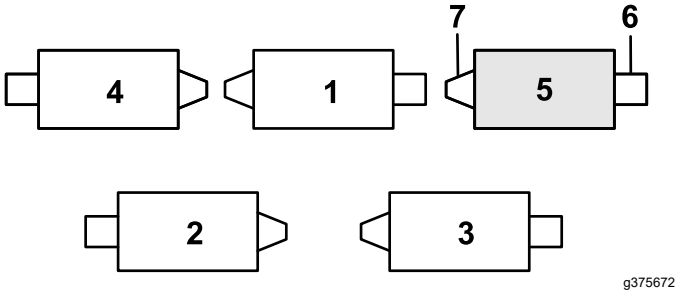

Рисунок 11
1. Если в заднем отверстии штока пружины компенсации установлен игольчатый шплинт, извлеките его и вставьте в отверстие рядом с кронштейном (Рисунок 11).